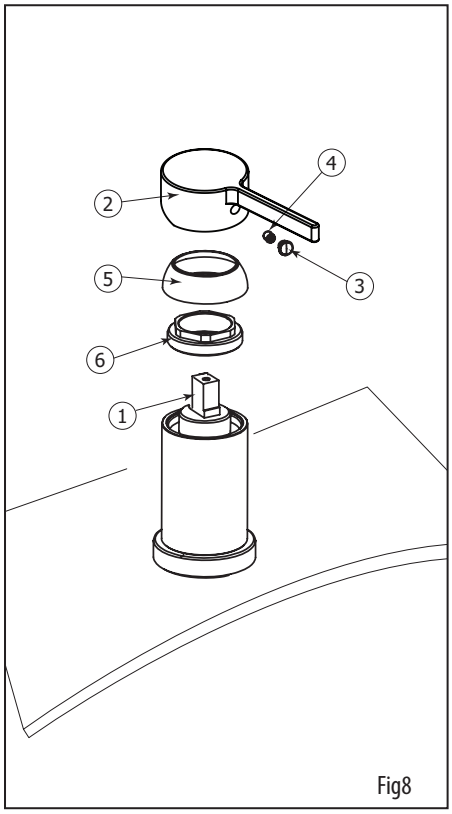

Fig8
Start by shutting off the water supply lines and then turn on the water to drain the faucet. To replace the cartridge (1), pull out the handle (2) by removing the cap (3) and the set screw (4) first. Afterwards, remove the dome cap (5) and the retainer ring (6). Replace with new cartridge and reassemble by reversing steps. Fig.8.
Commencez par couper l'alimentation d'eau et ouvrir l'eau par la poignée du robinet pour le vider. Pour remplacer la cartouche (1), enlever la poignée (2) en retirant le capuchon de finition (3) et la vis de retenue (4). Démonter ensuite le capuchon en dôme (5) et l'anneau de retenue (6). Remplacer la cartouche par la nouvelle, puis inverser les étapes pour le réassemblage. Fig.8.